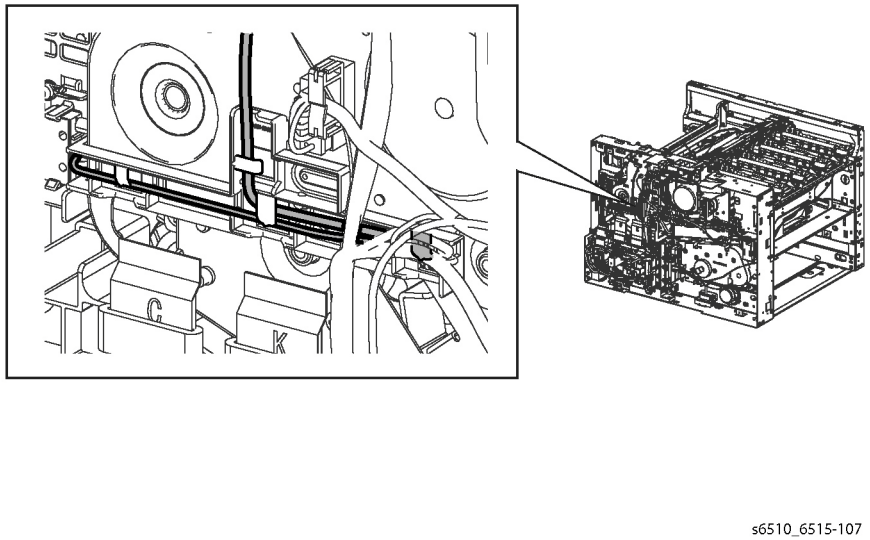

Figure 7 Release Cable from the Interlock Harness Guide
20. Refer to Figure 7 to release the harness from the Interlock Harness Guide.